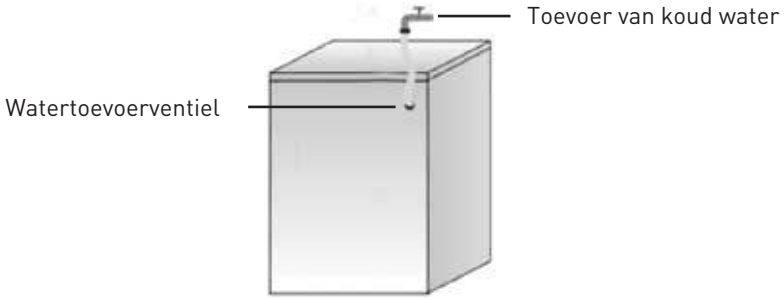

Fig. 1
• Sluit de toevoerslang aan op de koudwaterkraan en op het toevoerventiel aan de achterkant van de machine, zoals geïllustreerd in Fig.1.